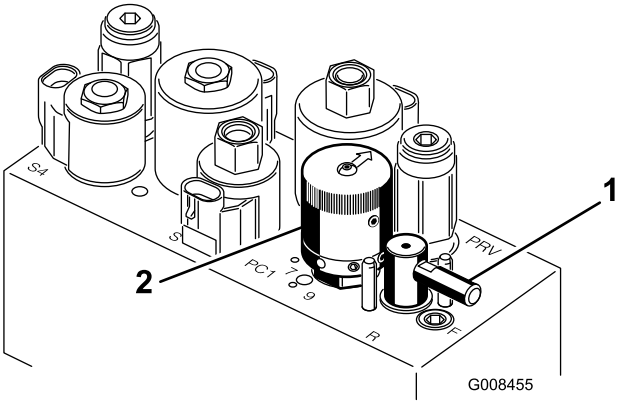

Figur 49
5. Drei slipespaken til stillingen "R" (Figur 49).
6. Drei spolehastighetskontrollen til posisjon 1 (Figur 49).